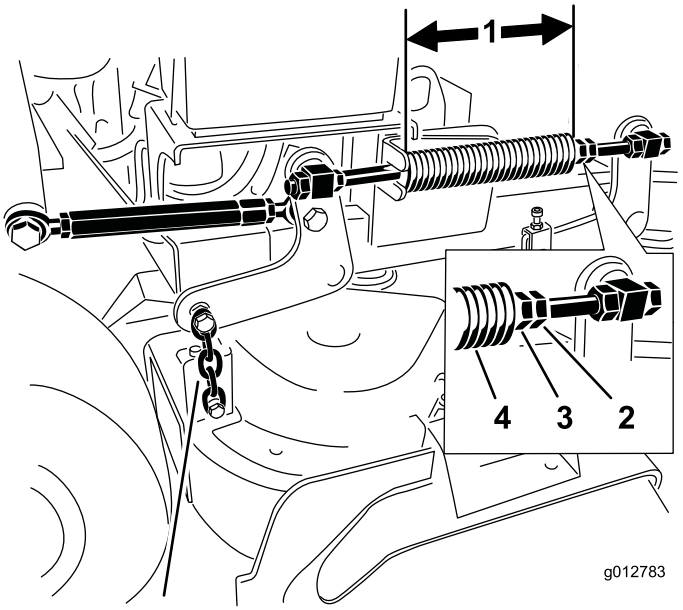

Figur 89
2. Kontroller lengden på kompresjonsfjæren. Nominell lengde er 28,2 cm for 91 cm klippeenheter og 25,7 cm for 102 cm klippeenheter (Figur 89).
3. Juster denne avstanden ved å løsne låsemutteren for fjæren og mutteren foran hver fjær (Figur 89).
4. Lås mutteren i stilling ved å trekke til fjærens låsemutter (Figur 89).